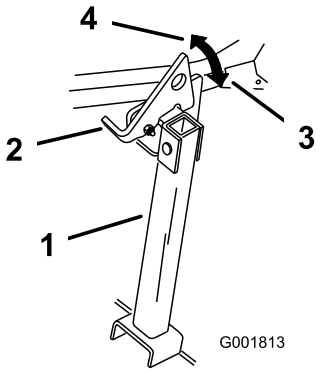

Figur 43
2. Lyft upp spärrhaken i fritt läge (Figur 43).